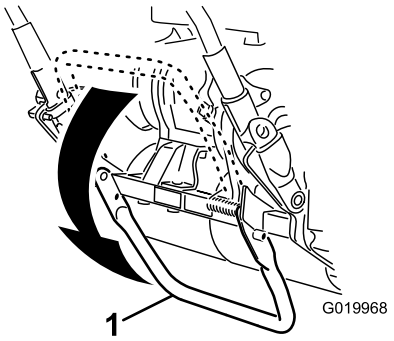

**Figura 9**
1. Empurre o apoio para baixo com o pé **no centro do apoio** e empurre a pega da máquina para cima até que o apoio tenha rodado para a frente, sobre o centro (Figura 9).